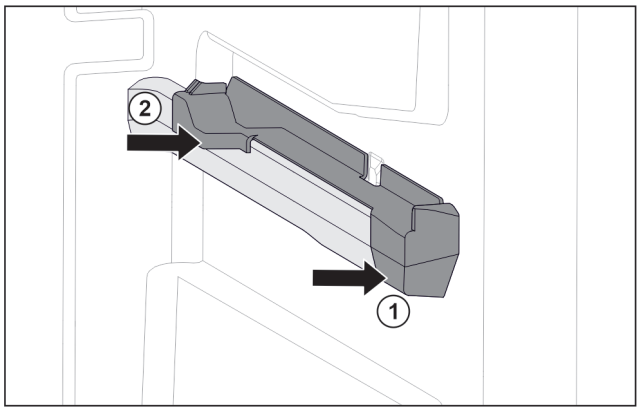

Fig. 103 Natični nastavek na desnemu nastavku za posodo
▶ Natični nastavek spredaj namestite na nastavek za posodo. *Fig. 103 (1)*
▶ Pritisnite natični nastavek zadaj. *Fig. 103 (2)*